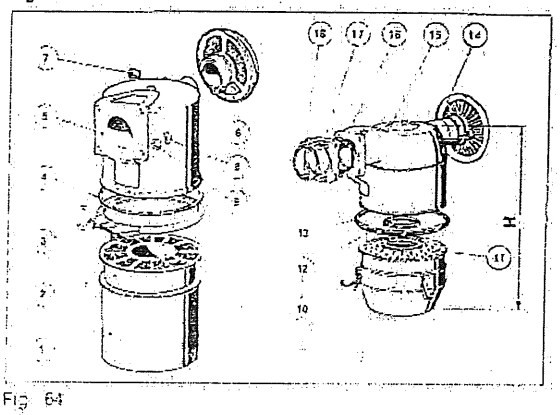

Fig. 64
- Smontare e sostituire gli anelli (4 - 12 - 13) se avariati (fig. 64).